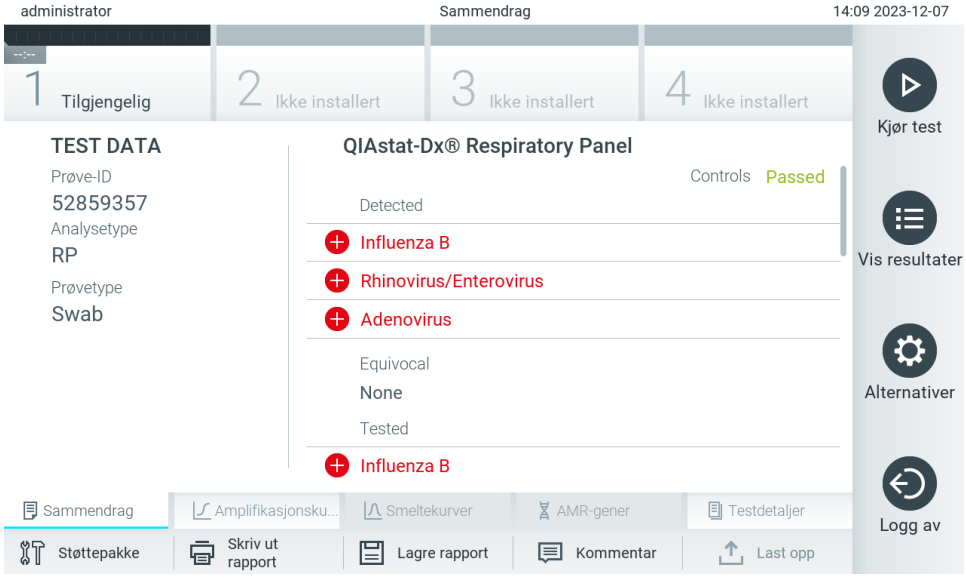

Figur 30. Skjermbildet Summary (sammendrag) med resultater.
11. Etter at analysekassetten til QIAstat-Dx er matet ut, vises skjermbildet Summary (sammendrag) med resultater (figur 30). Du finner mer informasjon i avsnitt 5.5.